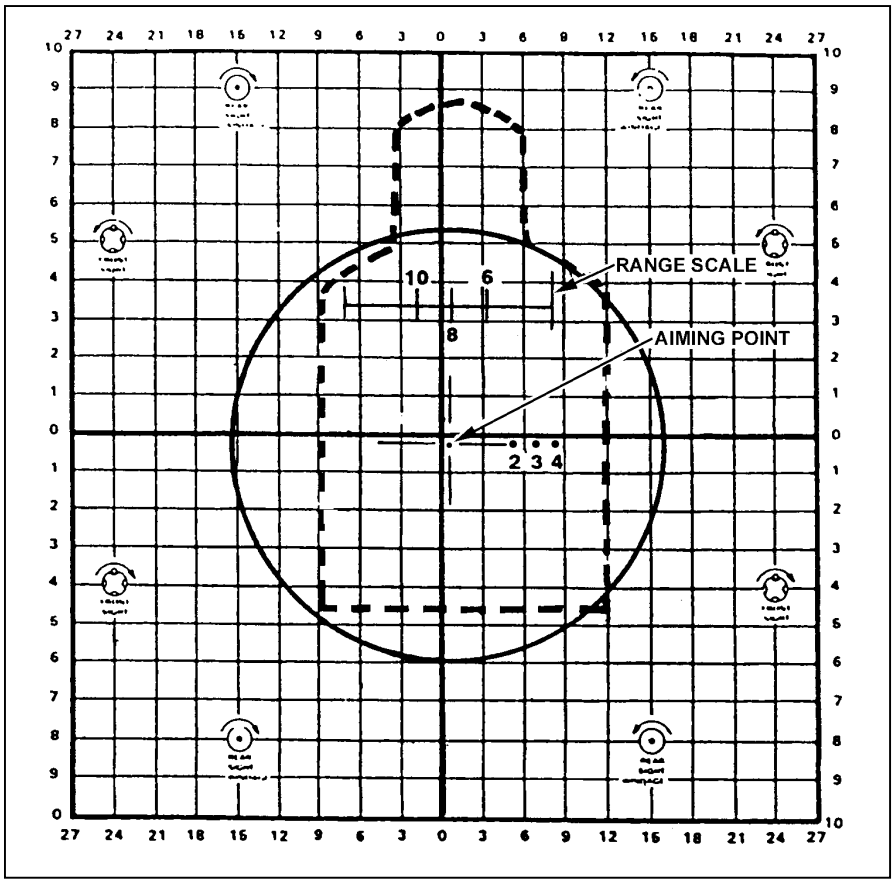

Figure G-62. Reticle aiming point, target aiming point and shot group.
(3) *Confirming the Boresight*. To confirm the boresight, the gunner centers and affixes a 25-meter (M16A2) zero target to the back of a basic machine gun paster target. This provides a large, clear surface for identifying the strike of the round. Then, he emplaces the target 10-meters from the firing position. The gunner places the reticle aiming point on the 25-meter zero target aiming point (Figure G-62) and fires a single round. If the round impacts anywhere near the aiming point, he fires two more rounds to establish his group.